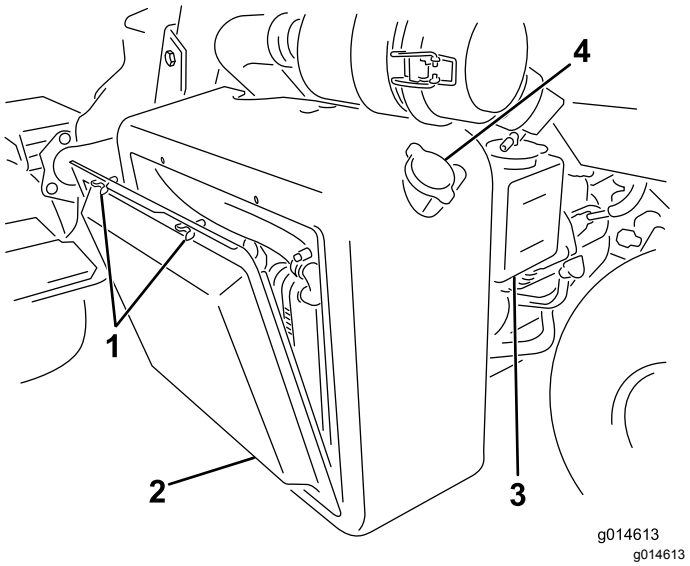
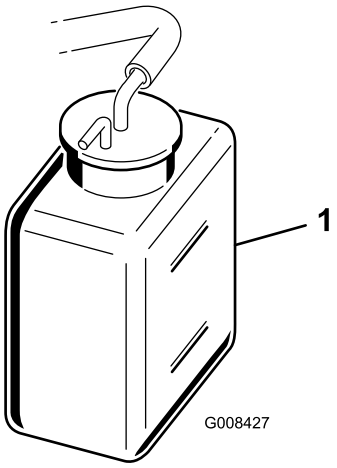

Figuur 47
Figuur 48
1. Verwijder het radiateurscherm (Figuur 47).
2. Controleer het koelvloeistofpeil (Figuur 47 en Figuur 48).